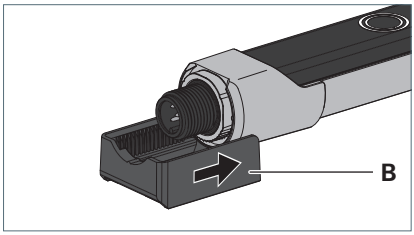

Fig. 4: Mounting the holders.
- ▶ Place the holder **B** on the side part such that the detent lug is located in the groove of the side part and the holder locks into place in the side part, see Fig. 4.